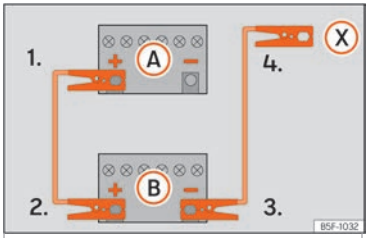

Fig. 82 Diagram of connections for vehicles without Start Stop system
2. Connect one end of the *red* jump lead to the positive (+) terminal of the vehicle with the flat battery (A) ››› Fig. 82.
3. Connect the other end of the *red* jump lead to the positive terminal (+) in the vehicle providing assistance (B).
4a. *In vehicles without a Start-Stop system:* connect one end of the *black* jump lead to the negative terminal (−) of the vehicle providing the current (B) ››› Fig. 82.